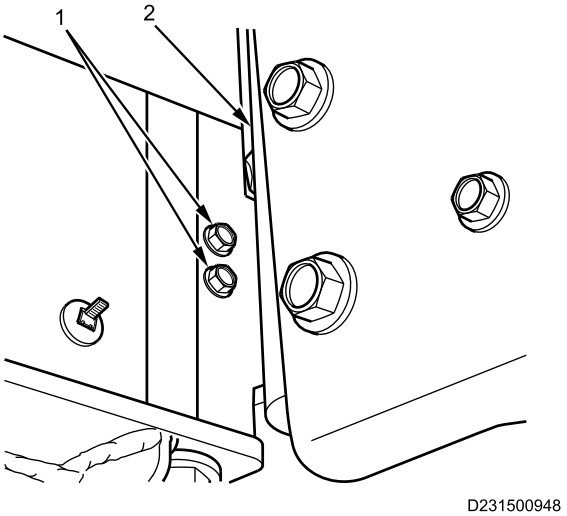
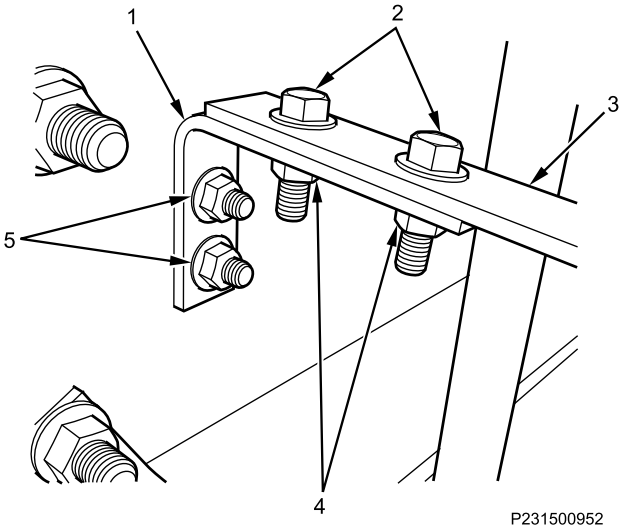

Figure 8. Right Harness Support Bracket Frame Brace Bolts.
Figure 9. Right Harness Support Bracket Frame Brace.
6. On outer frame rail behind battery tray (Figure 8, Item 2), have maintainer install and hold brace bolts (Figure 8, Item 1) to prevent rotation.
7. Apply corrosion preventive compound to brace bolts (Figure 8, Item 1), brace nuts (Figure 9, Item 5), bracket bolts (Figure 9, Item 2), and nuts (Figure 9, Item 4).
8. On inner frame rail, install brace (Figure 9, Item 1) and nuts (Figure 9, Item 5) on brace bolts (Figure 8, Item 1). Tighten nuts securely.
9. Install harness support bracket (Figure 9, Item 3) on brace (Figure 9, Item 1) with bolts (Figure 9, Item 2).
10. Install nuts (Figure 9, Item 4) on bracket bolts (Figure 9, Item 2). Tighten all bracket bolts securely.